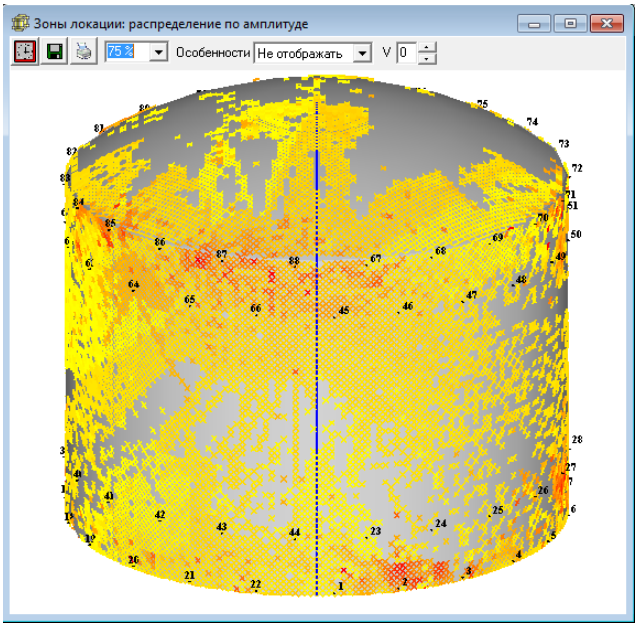

Рис. 120 «Зоны локации: распределение по амплитуде».
3. После завершения построения графика локации, откроется окно **«Зоны локации: распределение по амплитуде»** (рис. 120).